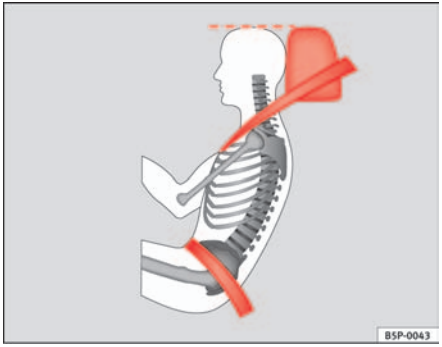

Fig. 14 Correct belt web and head restraint positions, viewed from side
- **The lap part of the seat belt must lie across the pelvis, never across the stomach. The seat belt must lie flat and snugly on the pelvis ⇒ page 25, fig. 14. Pull the belt tight, if necessary to take up any slack.**